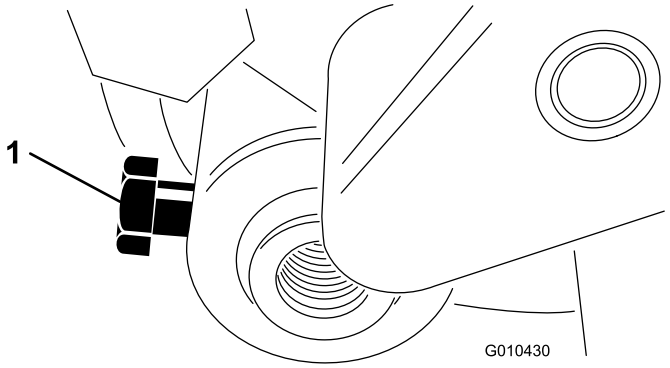

Рисунок 30
3. Отпустите болт крепления валика к рычагу высоты скашивания (Рисунок 30).